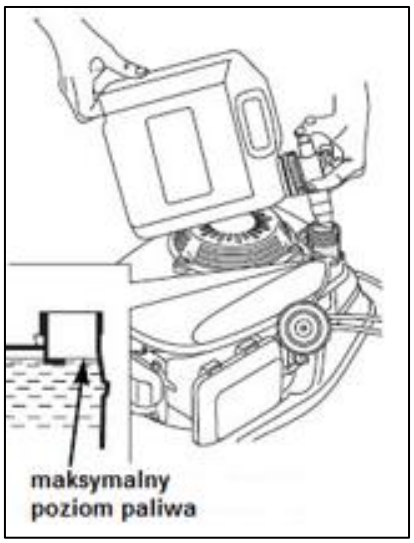

Rys. 6
2. Nalej ostrożnie paliwo. Nie przepełniaj zbiornika! Max poziom paliwa pokazano na Rys. 6.